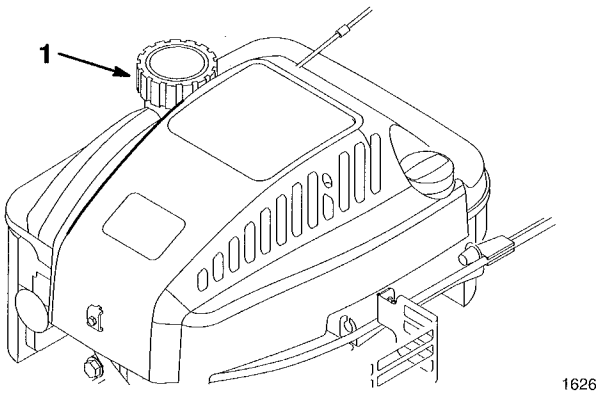

Figure 7
2. Clean around fuel tank cap and remove cap from tank (Fig. 7).